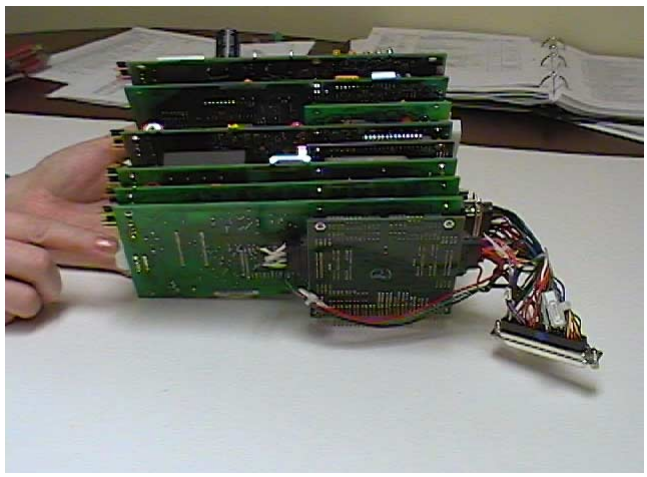

Figure 7-9 Card Stack Removed from Card Cage
1. After all the connections have been removed, pull the card stack the rest of the way out of the cage holding both sides of the stack (Figure 7-9).